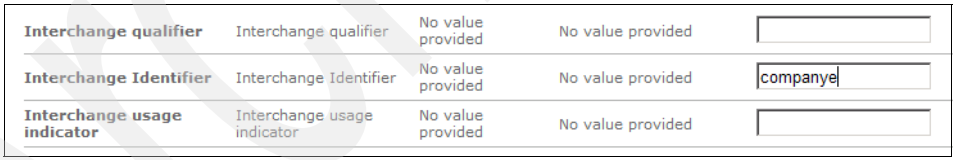

Figure 21-23 Updating the source side connection attributes
b. Here you need to define the Interchange Identifier as `companye`. You can do this by clicking the folder icon next to **Protocol: EDI00B**, then adding `companye` into the field shown in Figure 21-23. This parameter allows the enveloper to determine the source business identifier for use in creating the envelope headers. **Save** the changes.